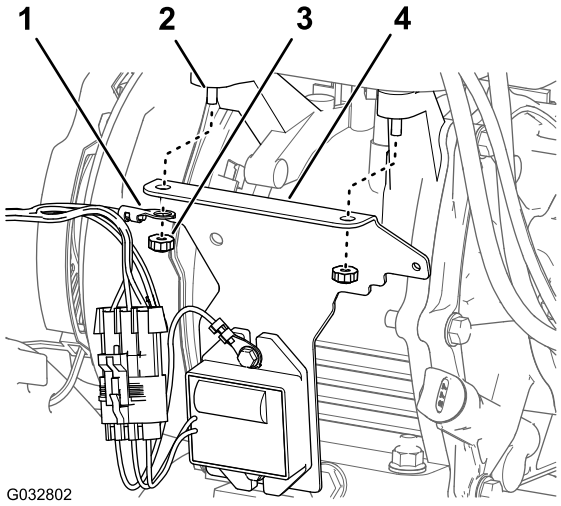

Figuur 9
- **Machine uit de serie 1800 of 2100 –** Verwijder achteraan de motor de 2 moeren waarmee de tank aan de motor is bevestigd (Figuur 9).
2. Lijn de aardaansluiting van de kabelboom uit met de korte flens van de linkeropening van de montagebeugel voor de spanningsregelaar; zie Figuur 9.
3. Lijn de openingen in de korte flens van de montagebeugel voor de spanningsregelaar uit met de bouten aan de achterkant van de brandstoftank (Figuur 9).
4. Monteer de montagebeugel en de aardaansluiting op de motor; gebruik de 2 moeren die u verwijderd hebt in stap 1 (Figuur 9).